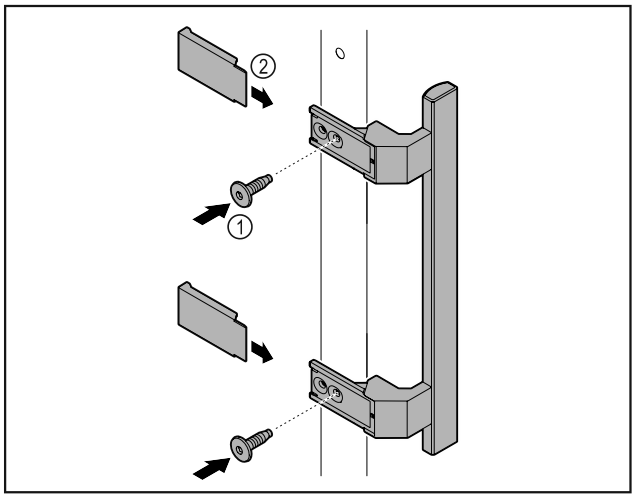

Fig. 47
- ▶ Atașați mânerul din pachetul de accesorii la ușă cu ajutorul șuruburilor incluse *Fig. 47 (1)*.
- ▶ Aplicați capacul *Fig. 47 (2)*.